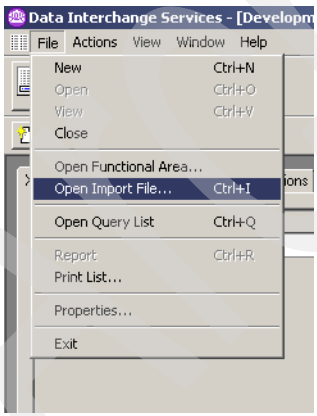

Figure 15-12 Open a new import file
1. Select **File** → **Open Import File** from the Data Interchange Services client, as shown in Figure 15-12. The Select Import File window opens.